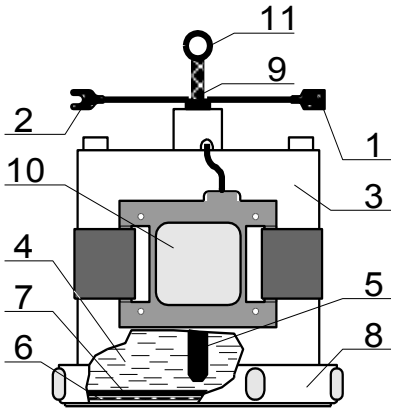

Рисунок 1 – Устройство ЭНЕС-1
4.1 Электрод (рис.1) состоит из электролитической камеры (3), заполненного электролитом (4), медного элемента (5), соединенного проводником с наконечником (2), ионообменной мембраны (6), вспомогательного электрода (10), соединенного проводником с наконечником (1), и экранирующей оплетки с наконечником (11)*.